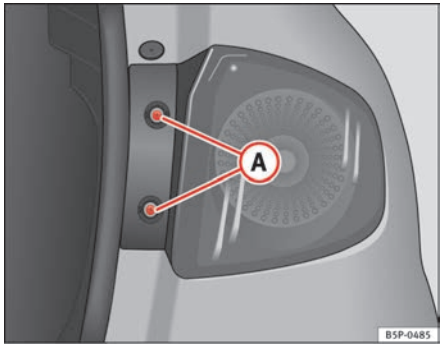

Fig. 185 Side lights and brake lights
– Remove the bolts ⇒ fig. 185 (A).